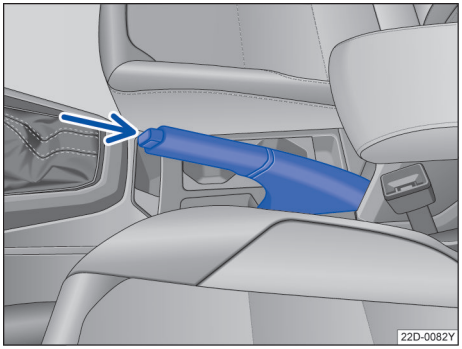

图 113 手制动杆
– 向上拉起手制动杆→ 图 113。
– 稍稍拉起手制动杆，按箭头所指的方向→ 图 113 按下闭锁按钮并将手制动杆向下放到底→ ⚠。